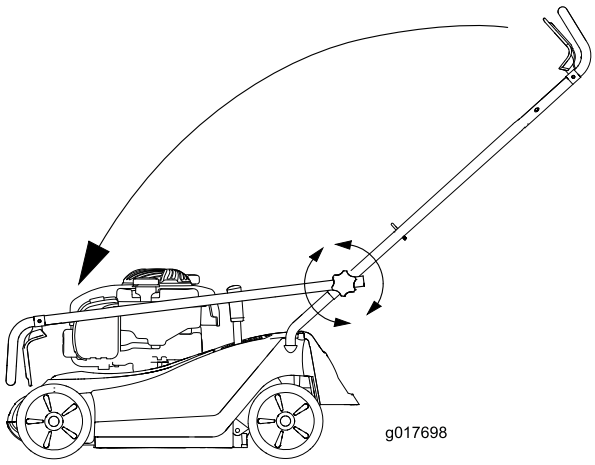

Figuur 25
3. Klap het bovenste deel van de handgreep zoals word getoond in Figuur 25.